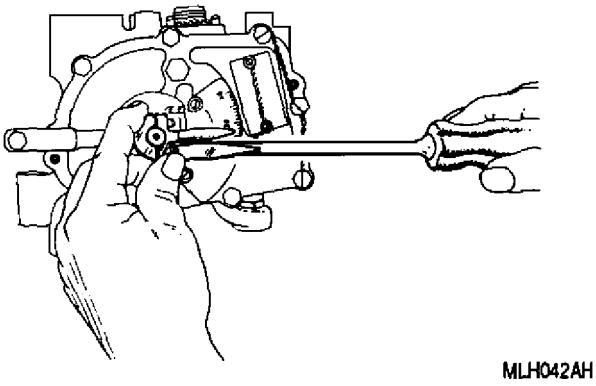

Figure 21. Installing Coordinator Pointer
b. Rotate main shaft and gear assembly (43, figure 1) against 90° stop. Install pointer (7), at 90° position, cap (9) and screws (8). Clearance between pointer and protractor shall be 1/32 in. minimum. Also leave clearance between pointer and coordinator shaft (figure 21). Torque screws to 10 − 15 lb in. Lockwire (MS20995C20) screws. (QA)